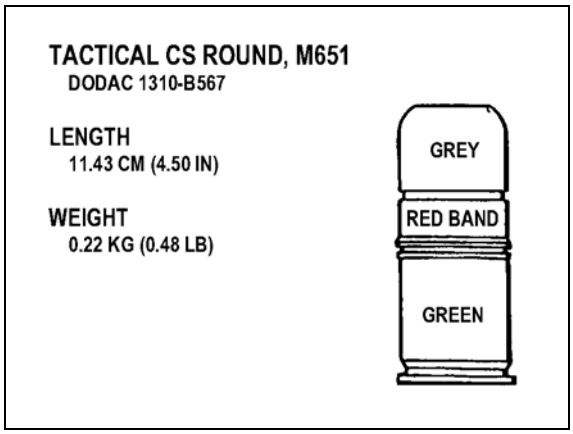

Figure 3-16. CS round.
(7) ***CS Round***. This round is gray aluminum with a green casing and black markings (Figure 3-16). Though it is a multipurpose round, it is most effective for riot control and